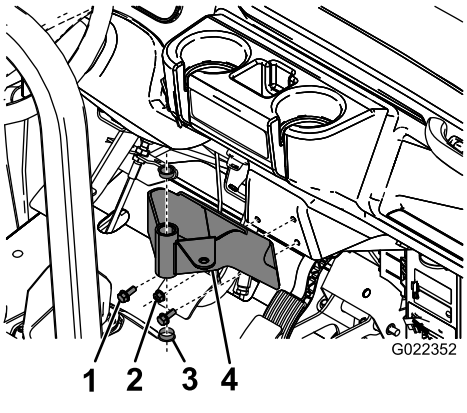

Figur 6
1. Monter konsollmonteringsbraketten på instrumentbordet (eller mellomstykket) til Workman med tre bolter og tre låsemuttere som vist i Figur 6.
2. Før de to plasthylsene inn på monteringsbraketten (Figur 6).